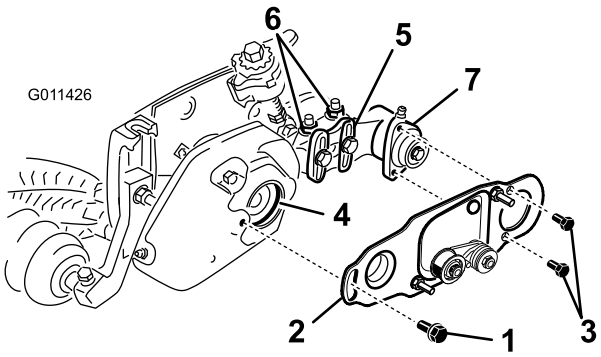

Figura 30
37. Desaperte os parafusos que fixam a caixa de rolamentos da escova do rolo ao suporte de montagem da mesma (Figura 30).
38. Instale a placa articulada da escova do rolo (Figura 30). Quando a saliência na placa articulada é inserida no olhal da cobertura do rastelo, certifique-se de que este assenta devidamente na cobertura.
39. Aplique Loctite 242 (azul) aos (2) parafusos de 5/16 x 5/8 pol. e utilize-os para montar a placa da escova na caixa de rolamentos da escova do rolo (Figura 30). Aperte os parafusos a um binário de 23–26 N·m).
- Desaperte as (2) porcas flangeadas de retenção que fixam o suporte de montagem da escova do rolo à placa lateral da unidade de corte (Figura 30).
- Rode a caixa de rolamentos da escova do rolo, até que a placa da escova fique paralela à placa lateral da unidade de corte (Figura 30).
- Aperte as (2) porcas flangeadas de retenção que fixam o suporte de montagem da escova do rolo à placa lateral da unidade de corte (Figura 30).
41. Aplique Loctite 242 (azul) ao parafuso com olhal (Figura 30). Monte a placa da escova na cobertura do rastelo, usando o parafuso com olhal. (Fig. 29). Aperte o parafuso a 20–26 N·m).